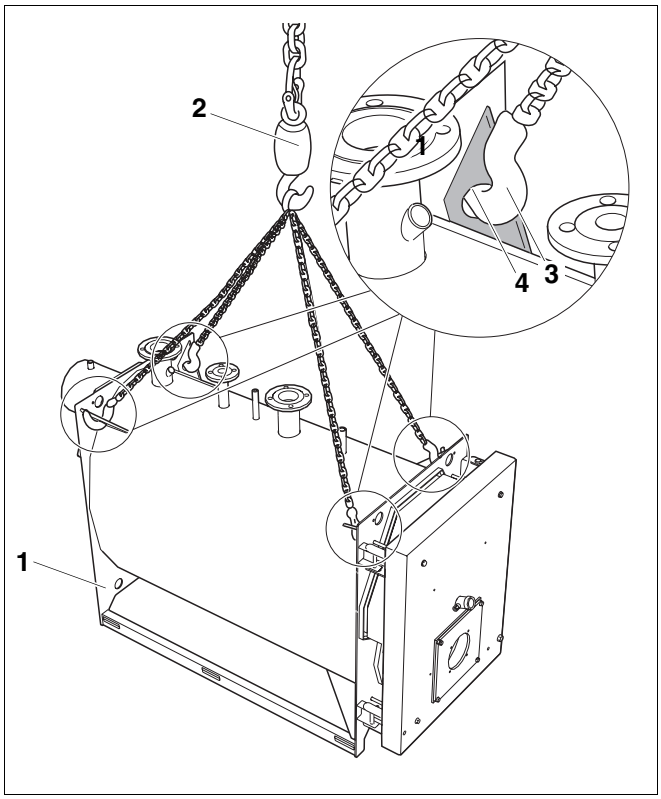

Rys. 5 Transport korpusu kotła przy pomocy dźwigu
Korpus kotła (rys. 5, **poz. 1**) można podnosić i transportować przy pomocy dźwigu.
- Wczepić haki liny transportowej (rys. 5, **poz. 3**) w otwory czterech węzłówek (rys. 5, **poz. 4**) na korpusie kotła.
- Zaczepić hak dźwigu (rys. 5, **poz. 2**) do liny transportowej.